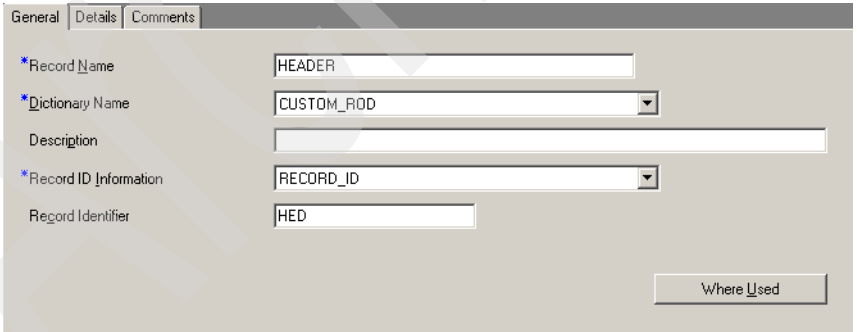

Figure 15-3 New ROD record definition
7. Enter the Record Identifier as `HED`. The record identifier value is taken from Table 15-2. Your new ROD Record definition should appear as shown in Figure 15-3.